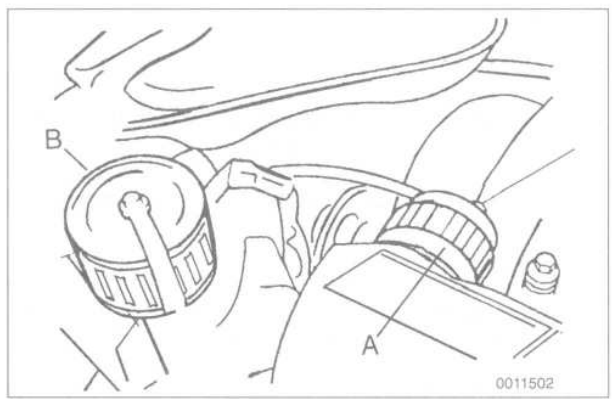

Fig. 44. Main wiring harness connector (**A**) and diagnostic connector (**B**).
- separate main harness plug and set wiring harness aside, see Fig. 44